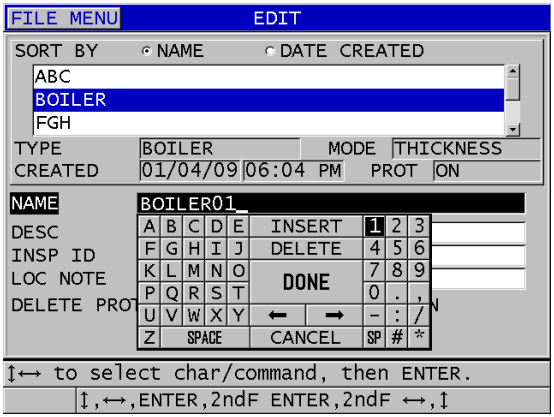

Rysunek 11-18 Wprowadzanie nowych informacji o pliku
3. Na ekranie **EDIT** (Edytuj) (patrz Rysunek 11-18 na stronie 222):